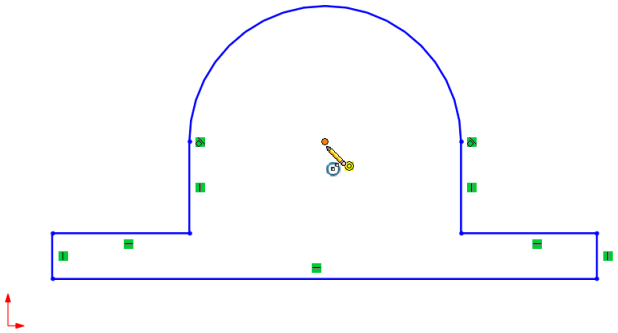

Figure 2-85 *Drawing a circle at the center of outer arc*
2. Move the circle cursor to the center of the outer arc; the center point is highlighted, refer to Figure 2-85.